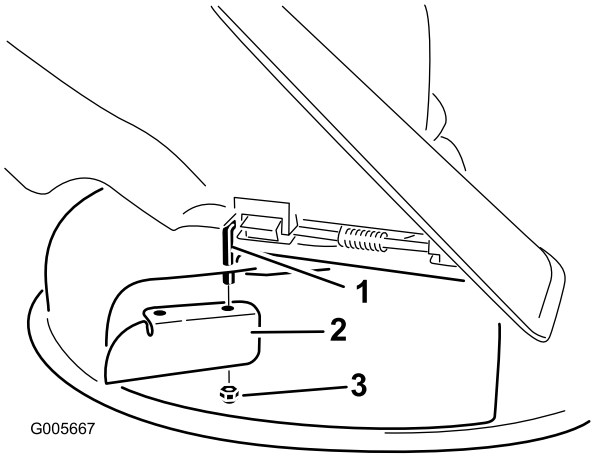

Figur 26
7. Monter kantskjermen på den eksponerte dreiestangen (Figur 26).
3. Fjern kantskjermen fra klippeenheten (Figur 26).